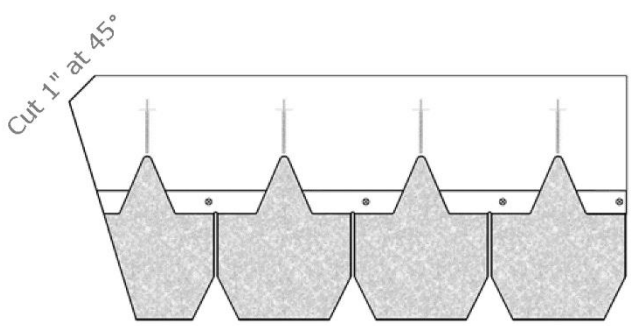

FIGURE 12 - Clip Corner
- **SHINGLES** - Trim a ***1" (25mm) 45° angle cut*** from the top of the shingle in the valley. See **Figure 12.** Seal valley shingles to the metal by applying two parallel ***1/2" (12.7mm) diameter beads*** that are 1" apart of FWAVE approved sealant and adhesive (see **Table 1**). Trim the shingles at the valley to form either an OPEN VALLEY or CLOSED VALLEY ALTERNATIVE as outlined in the following sections.